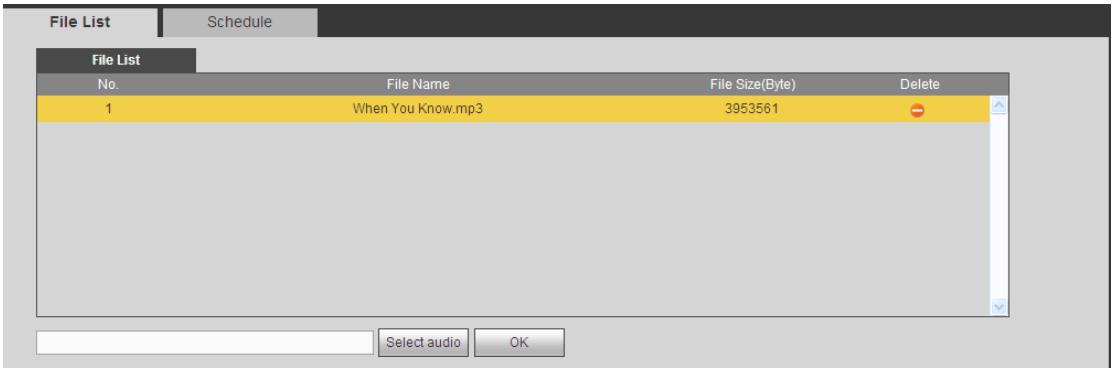

Figure 5-128
Step 3 Click the Set button after the period. It is to set valid period to use current account. See Figure 5-128.